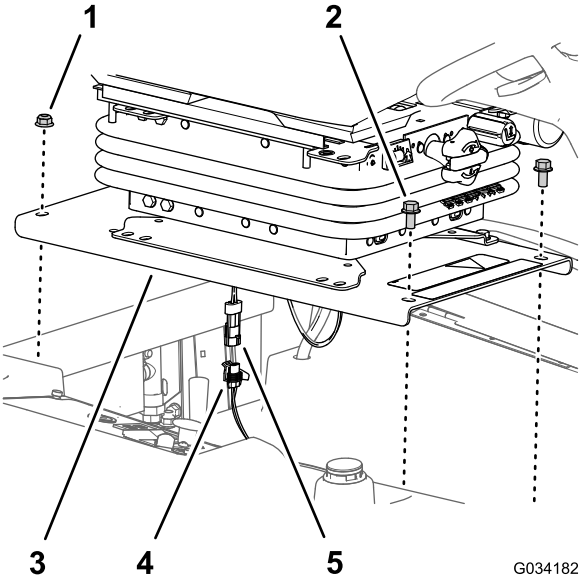

Figur 38
1. Fjern de to flenshodeboltene (3/8 x 3/4 tomme) som fester fronten av seteplaten til chassiset til maskinen (Figur 38).
2. Fjern de to flenslåsemutterne (3/8 tomme) som fester bakdelen av seteplaten til chassiset til maskinen (Figur 38).
4. Koble kontakten med to pinner på dødmannsbryterens ledningssats fra kontakten med to sokler på ledningssatsen på maskinen (Figur 38).
2. Koble kontakten med to pinner på dødmannsbryterens ledningssats til kontakten med to sokler på ledningssatsen på maskinen. Se Figur 38 av Fjerne setet og seteplaten (side 38).
3. Rett inn de bakre hullene i seteplaten (Figur 38 av Fjerne setet og seteplaten (side 38)) med de to låseboltene (3/8 x 1 tomme) i radiatorkanalen.
4. Monter seteplaten (Figur 38) til låseboltene med de to flenslåsemutterne (3/8 tomme) som du fjernet i trinn 2 av Fjerne setet og seteplaten (side 38).
5. Innrett de fremre hullene i seteplaten (Figur 38) med gjengene på tankstengene.
6. Monter seteplaten (Figur 38) til tankstengene med de to flenshodeboltene (3/8 x 3/4 tomme) som du fjernet i trinn 1 av Fjerne setet og seteplaten (side 38).